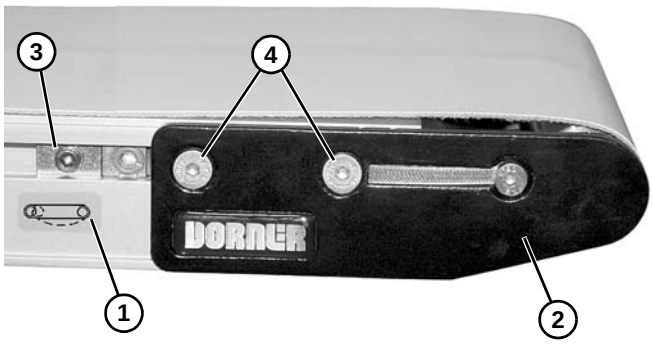

Abbildung 71
1. Auf der Spannseite des Förderbands, mit einem Etikett gekennzeichnet **(Abbildung 71, Teil 1)**, die Kopfplattenbaugruppe **(Abbildung 71, Teil 2)** eindrücken:
a. Auf beiden Seiten des Förderbands die Exzenter-Tracking-Baugruppen **(Abbildung 71, Teil 3)** (falls vorhanden) lösen und weg von den Kopfplatten bringen.
b. Befestigungsschrauben **(Abbildung 71, Teil 4)** lösen und Kopfplattenbaugruppe nach innen drücken.